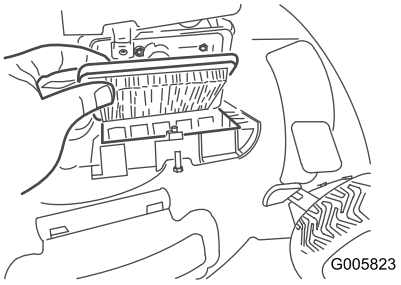

Bild 20
2. Tauschen Sie den Luftfilter aus (Bild 20).